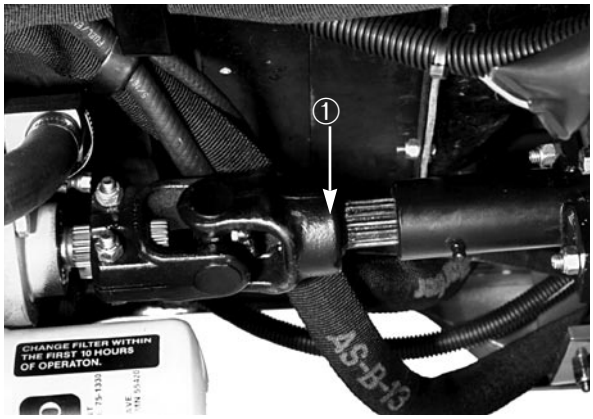

Figur 19
1. Lossa och ta bort huvudskruvarna som håller drivaxeln på motorn. Lossa huvudskruvarna som håller drivaxeln på transmissionen (figur 19). Ta bort
5. När bogseringen är över skall drivaxeln sättas tillbaka enligt figur 19. (Splines är konstruerade så att montering kan endas ske när axelns båda halvor är korrekt placerade.